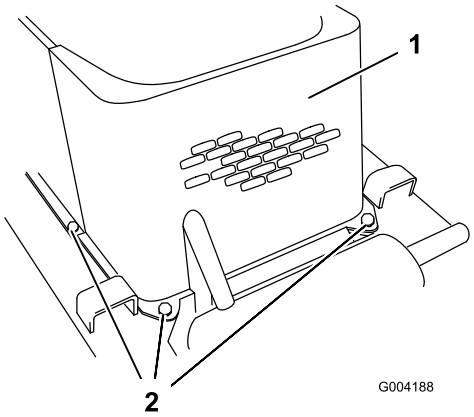

Figur 27
5. Ta bort de fyra bultarna som håller fast framskärmen på traktorenhetens ram (Figur 27).